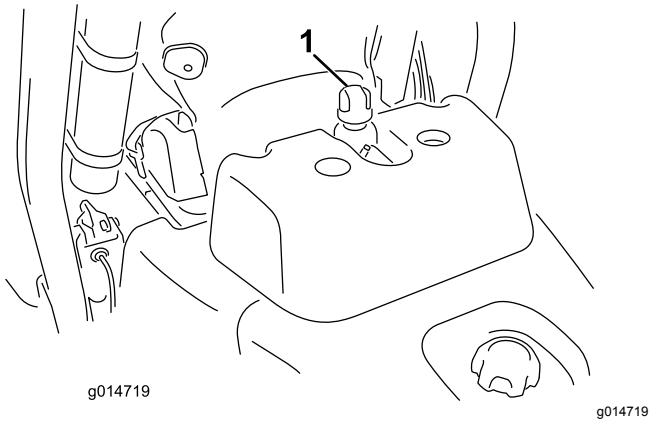

Figuur 25
2. Verwijder de dop van het reservoir (Figuur 25).